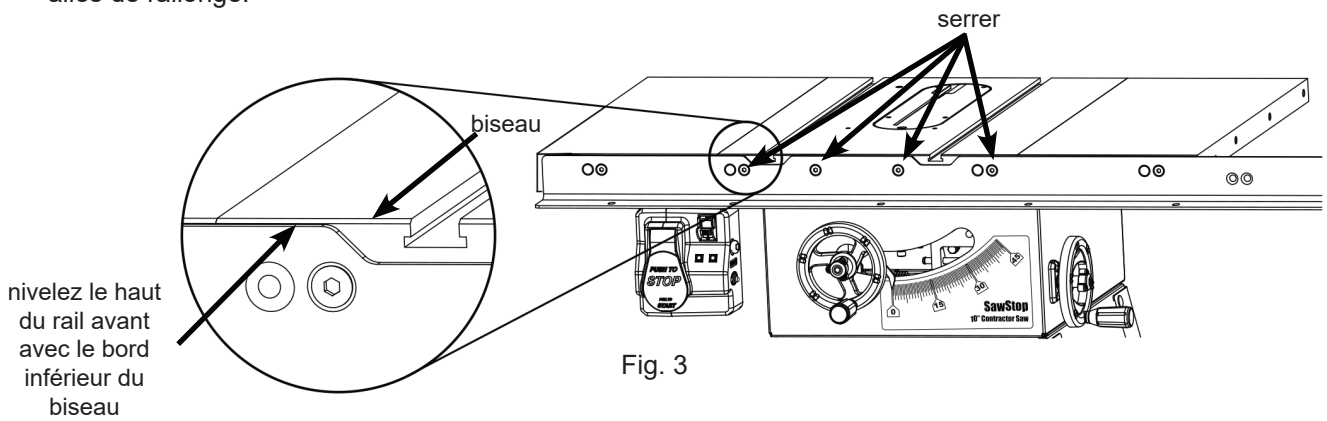

Fig. 3
3. Les trous dans le bord avant de la table et les extensions sont légèrement plus larges que les boulons qu'ils reçoivent pour vous permettre de niveler le rail avant et les extensions jusqu'au sommet de la table. Alignez le haut du rail avant au bord inférieur du biseau sur le bord avant de la table (voir Fig. 3). Utilisez une clé hexagonale de 5 mm et une clé de 13 mm pour serrer complètement les écrous au dos des quatre boulons qui traversent le dessus de la table. Ne serrez pas les écrous sur les boulons qui traversent les ailes de rallonge.